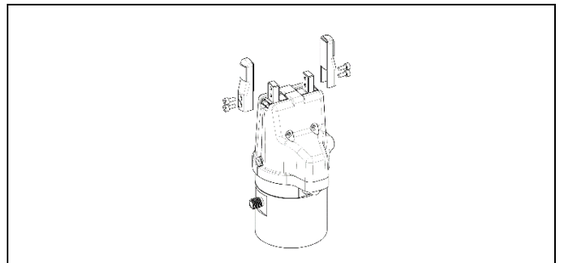

Figura 4
- A continuación, monte los dedos como se muestra en la **Figura 4** y se detalla en el **apartado 3.1.2.**